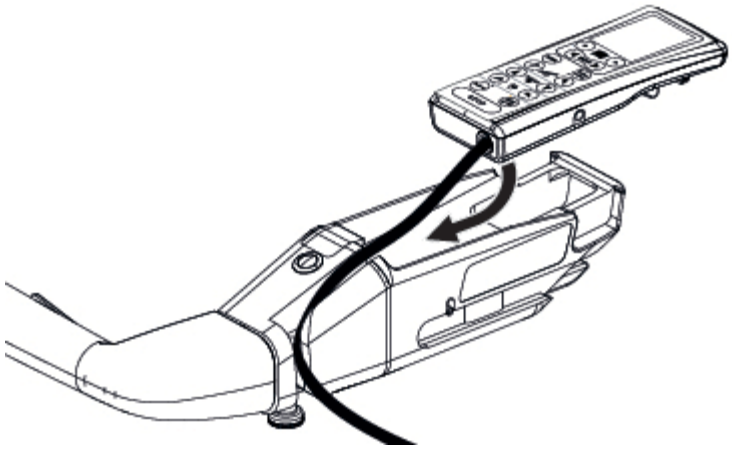

Figura 6-6. Instale el mando a distancia
1. Pase el cable de conexión por la ranura del mango para el traslado motorizado. Consulte la *Figura 6-6*.